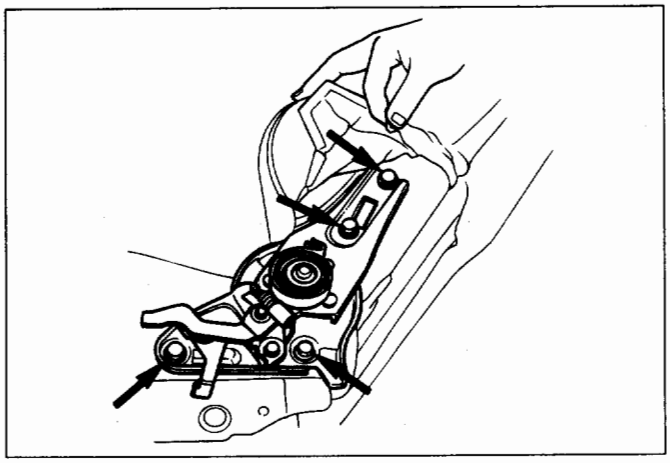

Fig. 10-193
- Turn up the seat back trim cover to remove the reclining device fixing bolts (Fig. 10-193).